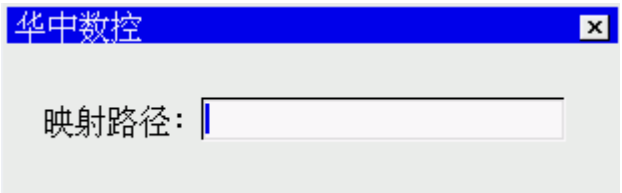

图 7.2.2 映射网络路径
(2) 用▲、▼选中“映射网络盘”选项；
(3) 按 **Enter** 键，弹出如图 7.2.2 所示映射路径输入框；